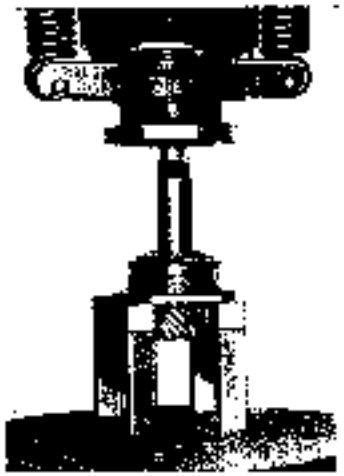

Fig. 51.
7. Remove the key from its key groove in the bevel shaft. Then press out the bevel shaft from the cup of the taper roller bearings using a hand press (see Fig. 51).